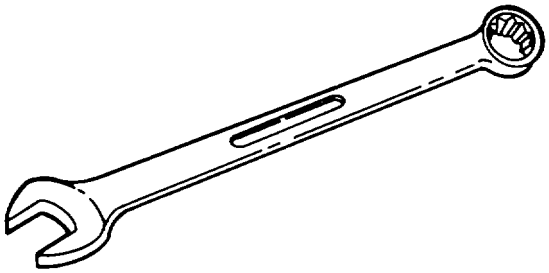

Figure 4-24. Combination Wrench
(3) *Combination wrenches*. The combination wrench shown in figure 4-24 combines the best features of the open-end and box wrench into a single wrench. The size opening on the wrench is the same on both ends, but one end has a box head and the other end has an open-end head. The length of the wrench varies with the size of the head. The box-end opening is offset from the shank by 15 degrees.